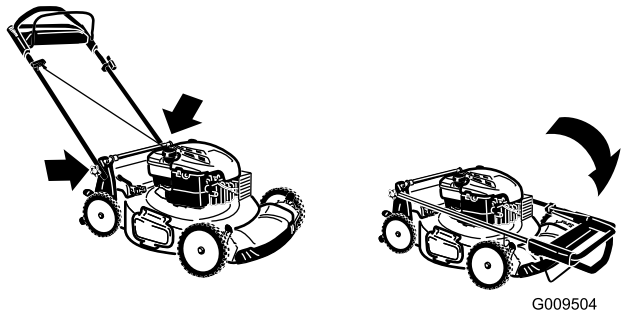

**Figuur 31**
3. Klap het bovenste deel van de handgreep naar achteren zoals word getoond in Figuur 31.